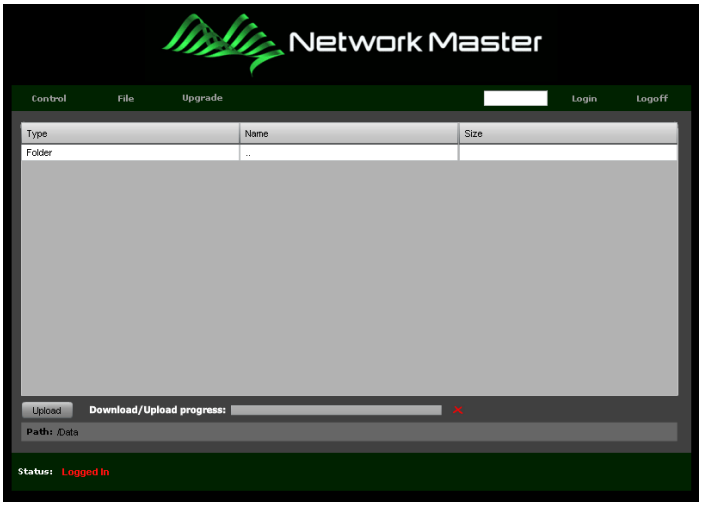

Figure 10.4-5 Remote GUI (Folder)
3. To change a folder, click the name whose **Type** column shows "Folder". The file menu displays the selected folder as shown in Figure 10.4-5.